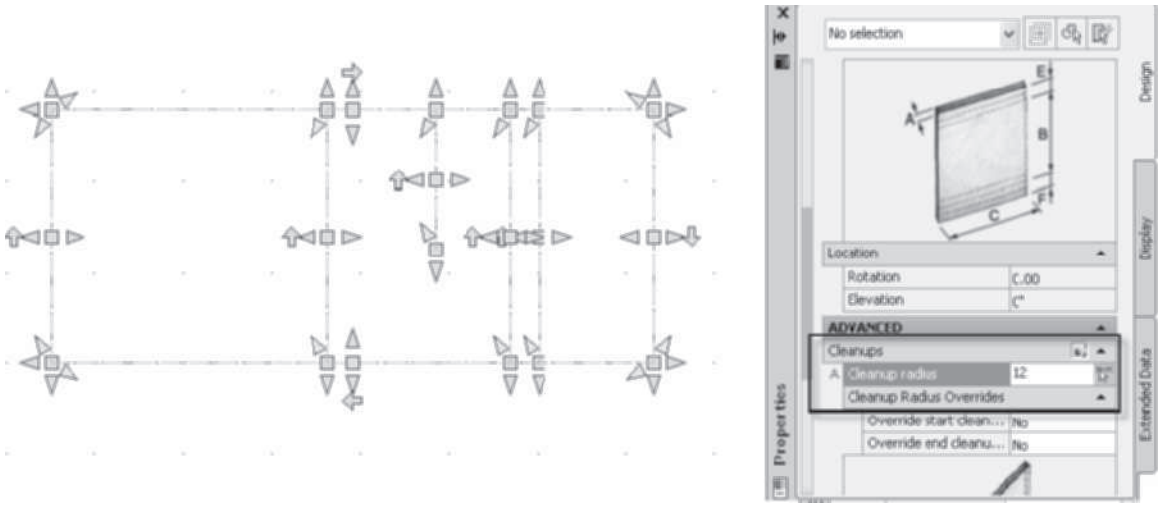

FIGURE 2.72 *Walls selected for change of cleanup radius*
21. To edit the cleanup radius, type Ctrl A to select all walls in the drawing. [Metric-select walls using a crossing selection.] Edit the **Cleanup radius** to **12 [300]** in the **Advanced** section in the Design tab of the **Properties** palette as shown in Figure 2.72.